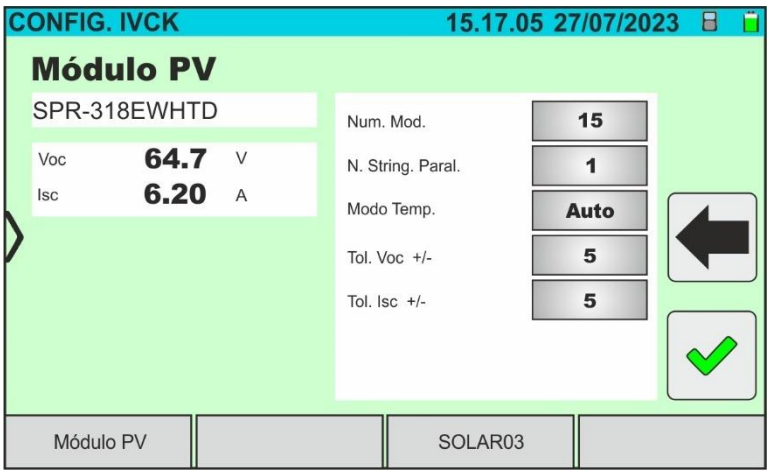

Fig. 67: Parâmetros de medição da curva I-V
6. Tocar no botão "**Config**." (referência ao módulo Monofacial). O ecrã seguinte é apresentado na Fig. 67. São apresentados os seguintes parâmetros: